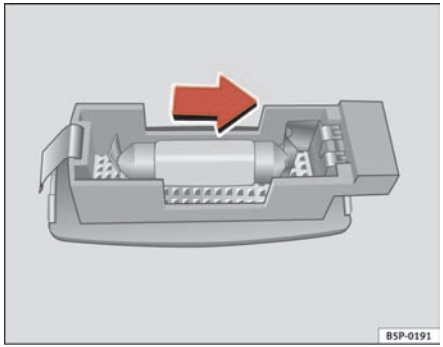

Fig. 192 Removing sunroof light
– Carefully remove the lamp, using the flat side of the screwdriver, as shown in the figure ⇒ fig. 192.
– Remove the lamp, moving it in the direction of the arrow and outwards ⇒ fig. 192. ■